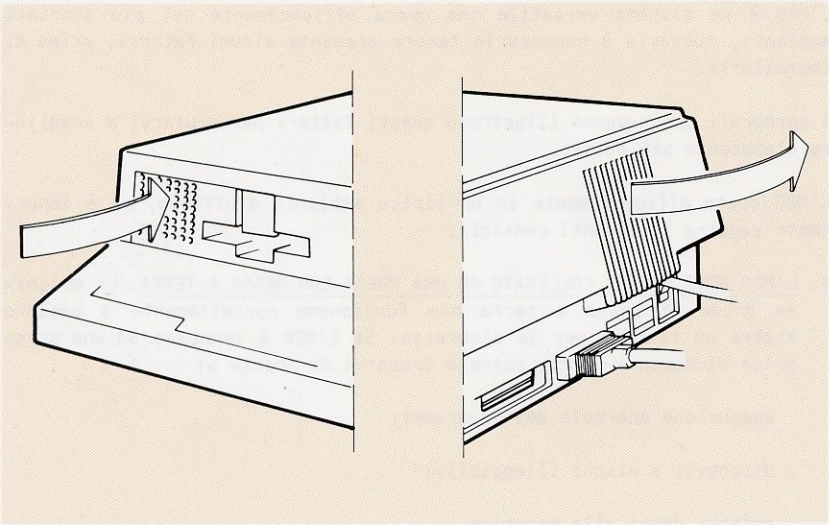

Figura 2-1 Griglie di ventilazione
4. L'M20 è raffreddato da un ventilatore con una griglia di aspirazione ed una di espulsione, poste rispettivamente sulla parte anteriore e sulla posteriore dell'unità centrale (vedere Figura 2-1). Queste aree devono essere mantenute sgombre da carta o altri materiali che potrebbero ostacolare il flusso dell'aria.